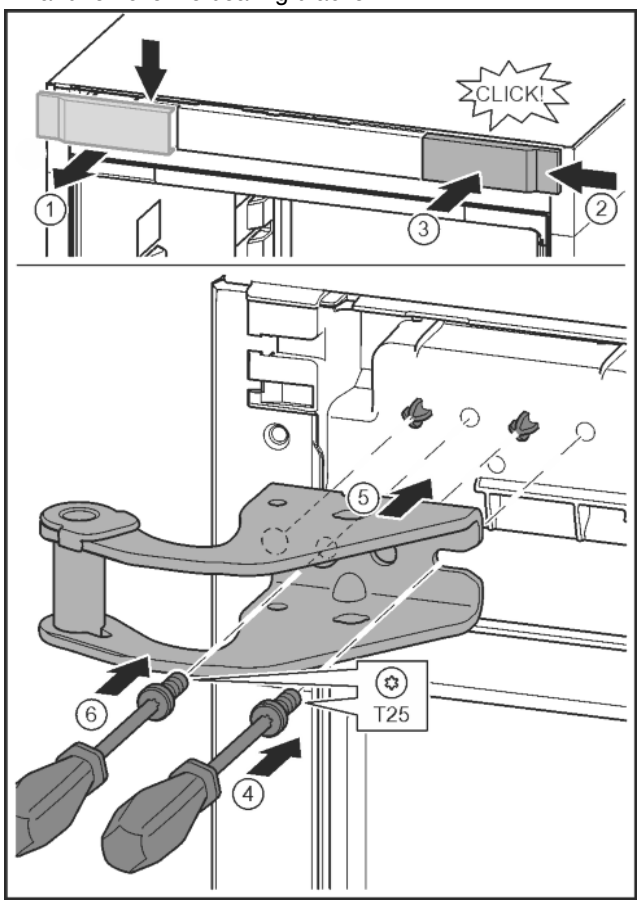

*Fig. 15*
- ▶ Release the cover and remove from the side. *Fig. 15 (1)*
- ▶ Rotate the cover 180° and clip onto the other side from the right. *Fig. 15 (2)*
- ▶ Click the cover into place. *Fig. 15 (3)*
- ▶ Position the screw with a T25 screwdriver. *Fig. 15 (4)*
- ▶ Position the upper bearing bracket. *Fig. 15 (5)*
- ▶ Tighten the screw. *Fig. 15 (4)*
- ▶ Insert the screw with a T25 screwdriver and tighten. *Fig. 15 (6)*